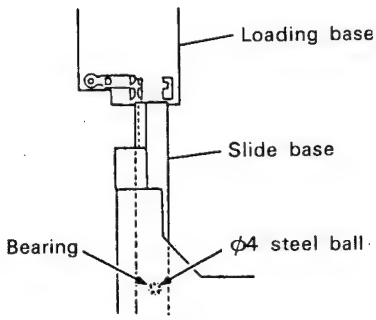

Fig. 10-7
2. While lifting the clamp holder [marked Ⓑ in Fig. 10-2.] with the right hand, hold the tray in the left hand as indicated by Ⓒ and slide the slide base into the hard resin fittings on the loading base as shown in Fig. 10-7. to reinsert the disc tray.